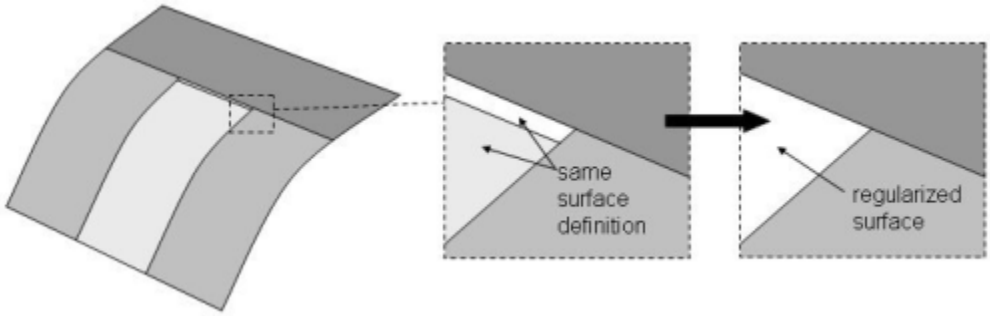

**Figure 3. When the small surface's underlying geometric definition is the same as a neighbor the curve between them can be regularized out.**
***Solutions:*** ITEM provides four different solutions for eliminating small and narrow surfaces from the model. The first solution uses the regularize operation. Regularize is a real operation provided by the solid modeling kernel that removes unnecessary/redundant topology in the model. In many cases a small/narrow surface's definition may be the same as a surface next to it and therefore the curve between them is not necessary and can be regularized out. An example of regularizing a small/narrow surface out is shown in Figure 3.